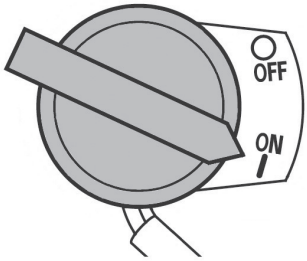

Рис. 33 Выключатель зажигания
6. Выключатель зажигания переведите в положение «ON» (Включено) (Рис. 33).
При возникновении аварийной ситуации, для экстренной остановки двигателя переведите выключатель зажигания двигателя в положение «OFF» (Выключено) (Рис. 33).
4. Переведите выключатель зажигания в положение «OFF» (Выключено) (Рис. 33).